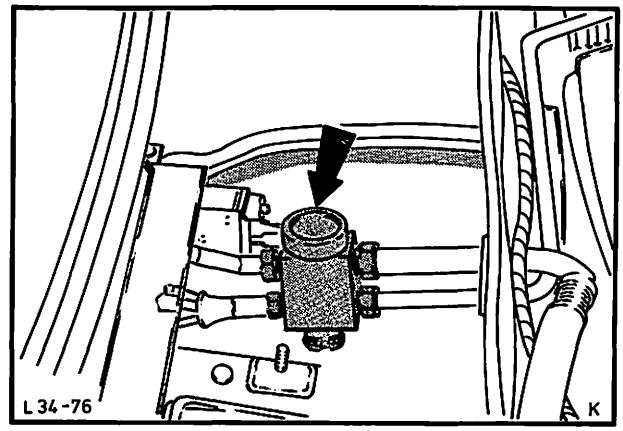

Abb. 48 Ausdehnungsventil ausbauen
4. Ausdehnungsventil komplett ausbauen (4 Anschlüsse), Abb. 48.